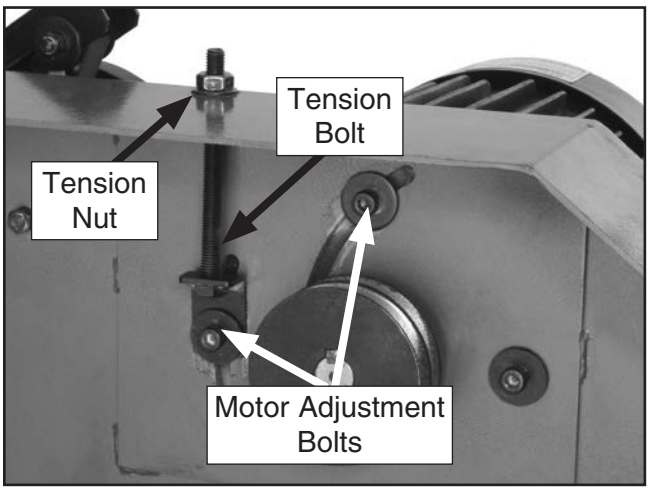

Figure 76. Motor mount bolts and tension bolt.
3. Loosen the motor adjustment bolts shown in **Figure 76**.
3. Loosen the motor mount bolts shown in **Figure 76**, then turn the tension bolt counterclockwise, and pull the V-belts off.